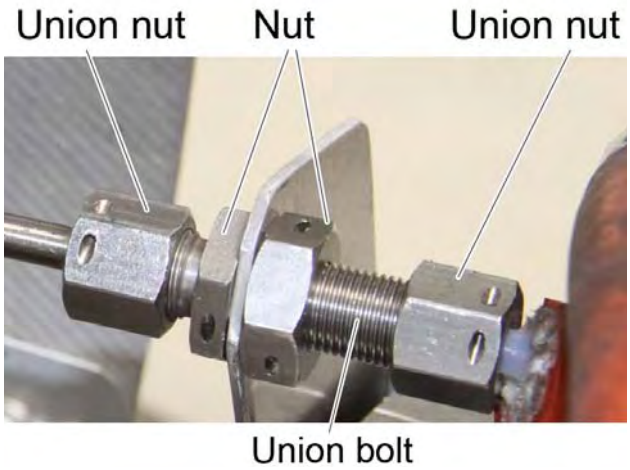

Figure 5
7. ***Guide the hollow union bolt of the de-icing nozzle through the hole in the bracket. Attach the right hand nut to the hollow union bolt. After aligning the de-icing nozzle correctly, tighten up the nut. See Figure 5.***
8. ***Using the union nut on the right hand side, attach the hose line for the de-icing fluid to the hollow union bolt. Tighten up the union nut. See Figure 5.***
9. ***While constantly twisting the securing wire, guide it through the holes of the union nut, both nuts and the other nut at the hollow union bolt of the de-icing nozzle. See Figure 5.***